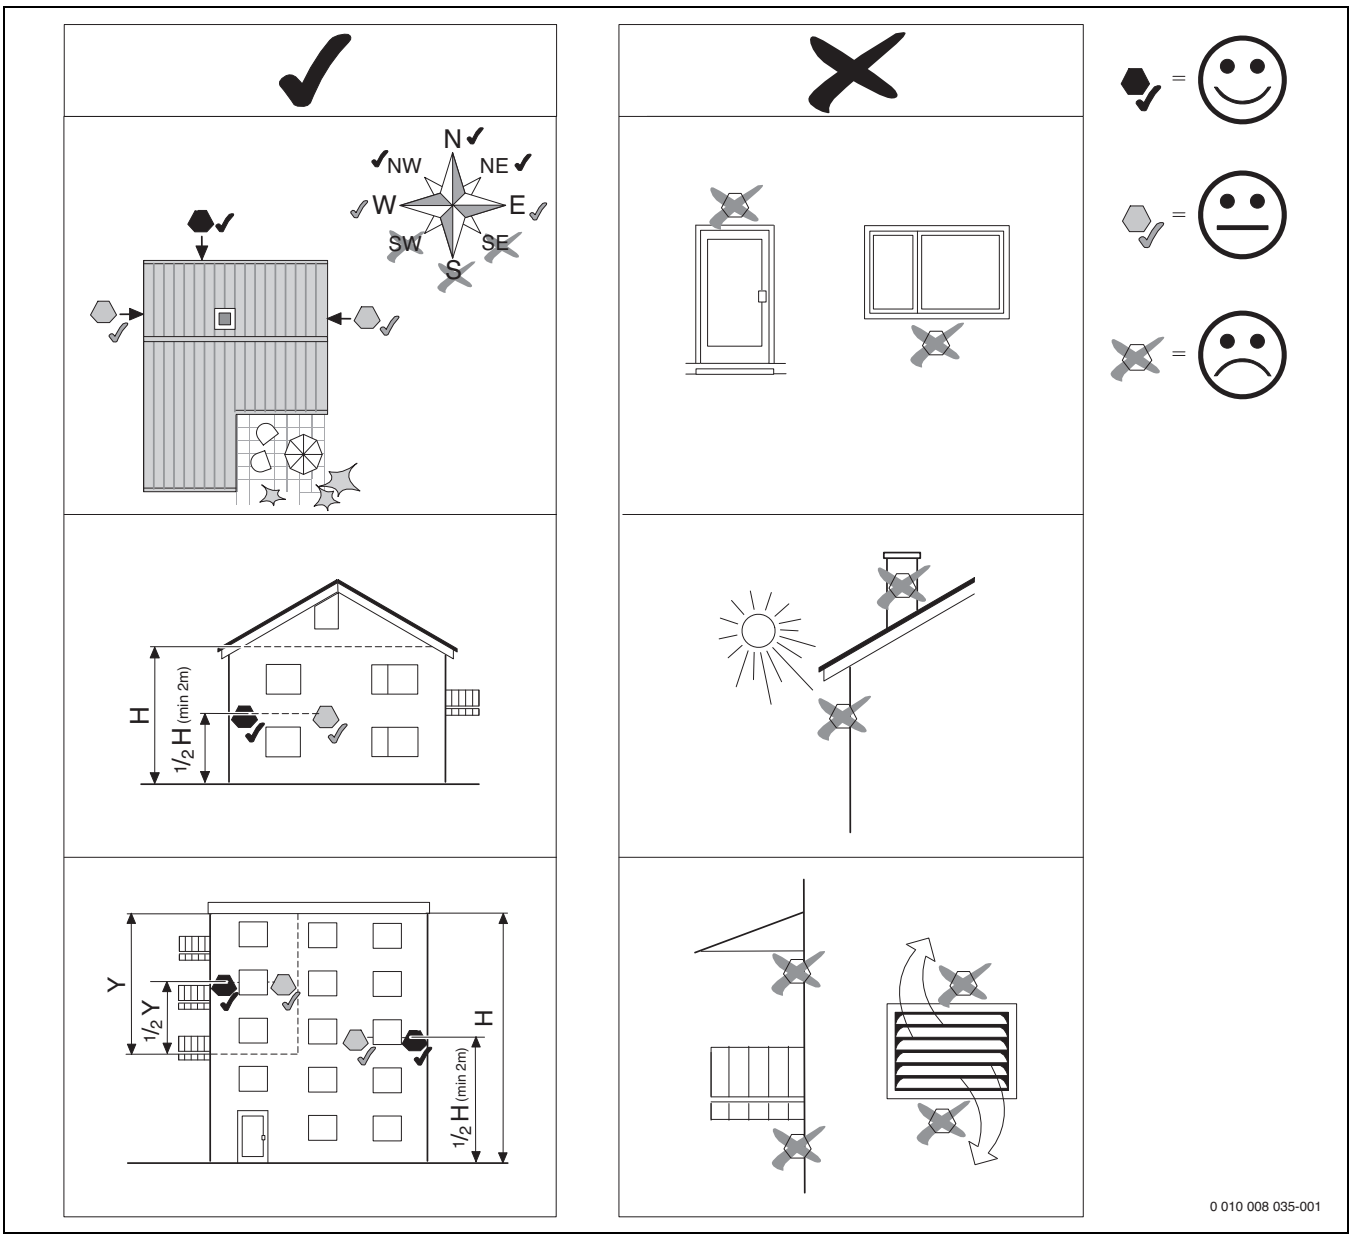

Fig. 8 Montage de la sonde de température extérieure
▶ Monter la sonde de température extérieure comme décrit dans la figure 8.